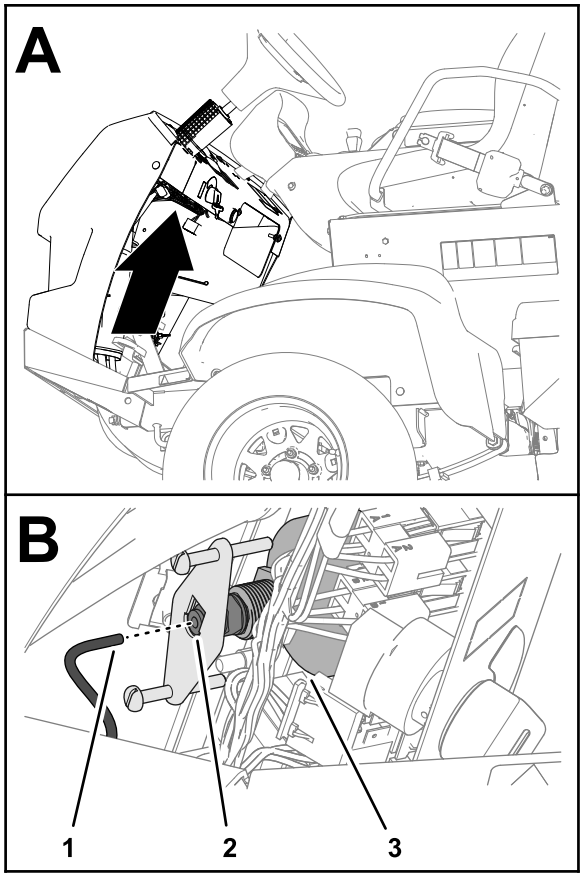

**Figur 119**
5. Ta bort slangen från tryckmätarens baksida och placera slangens ände i en behållare (Figur 119).